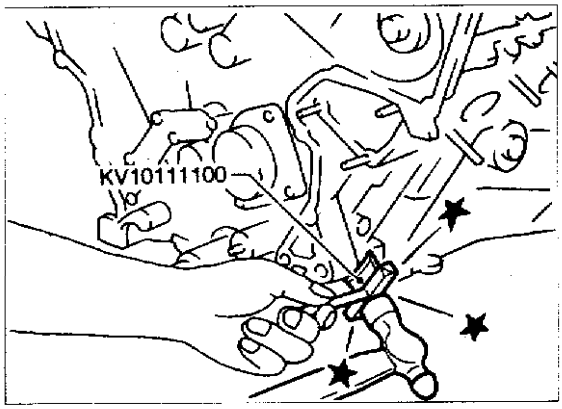

图 2 - 6 - 3
(3)拆卸进、排气凸轮轴及其支架，见图 2－6－4 和图 2－6－5。